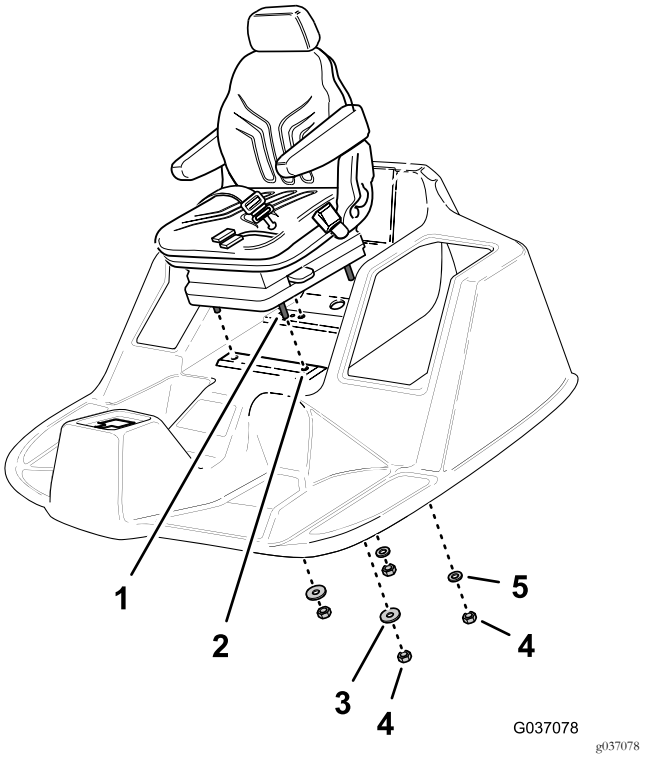

Figure 15
3. Align the 4 cap screws (8 x 40 mm) of the new seat with the holes in the operators platform (Figure 15).
5. Assemble the 2 locknuts (8 mm) and 2 washer (5/16 x 1 inch) at the 2 forward cap screws by hand (Figure 15).
6. Assemble the 2 locknuts (8 mm) and 2 washer (8 x 17 mm) at the 2 rear cap screws by hand (Figure 15).
6. Assemble the 2 locknuts (8 mm) and 2 washer (8 x 17 mm) to the other 2 cap screws by hand (Figure 15).